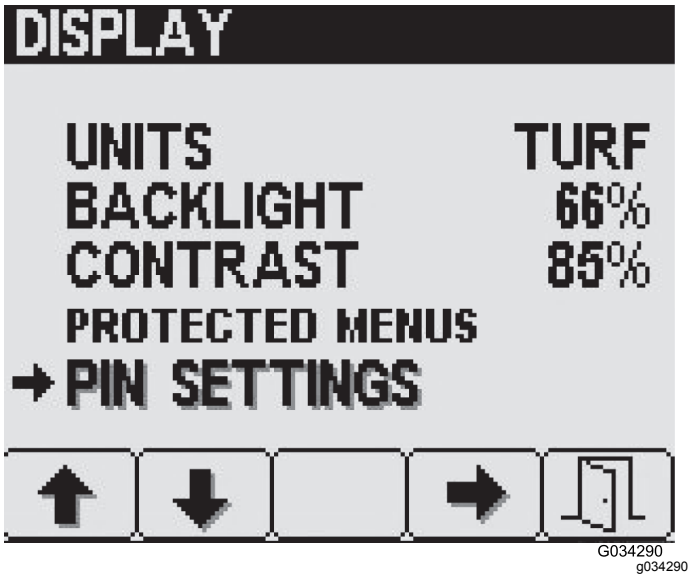

Рисунок 31
1. На экране Display (Дисплей) нажмите кнопку 2, чтобы перейти к пункту PIN Settings (Настройки ПИН-кода), затем нажмите кнопку выбора 4 (Рисунок 31).
1. На экране PIN Settings (Настройки PIN-кода) нажмите кнопку 2, чтобы перейти к пункту PIN Change (Изменение ПИН-кода), а затем нажмите кнопку выбора 4 (Рисунок 31).